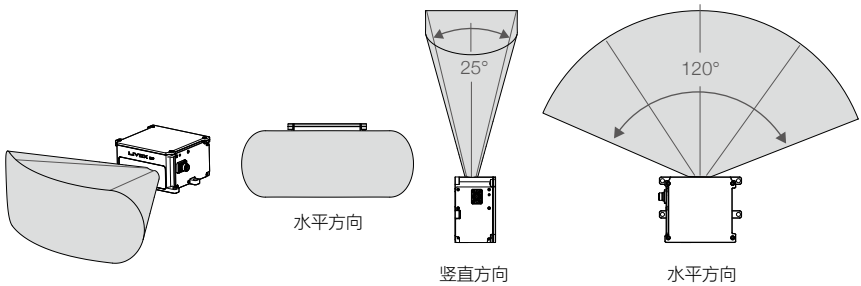

图 3.1.1 HAP (TX) 有效 FOV 范围
3. 激光探测测距仪安装时不可遮挡其 FOV（如图 3.1.1 所示），即使是于窗口前安装透明玻璃也会对激光探测测距仪性能产生影响。
4. 安装时，建议在 HAP (TX) 壳体周围留有 10mm 以上的空间用于通风散热，并确保防水透气阀不被堵塞。